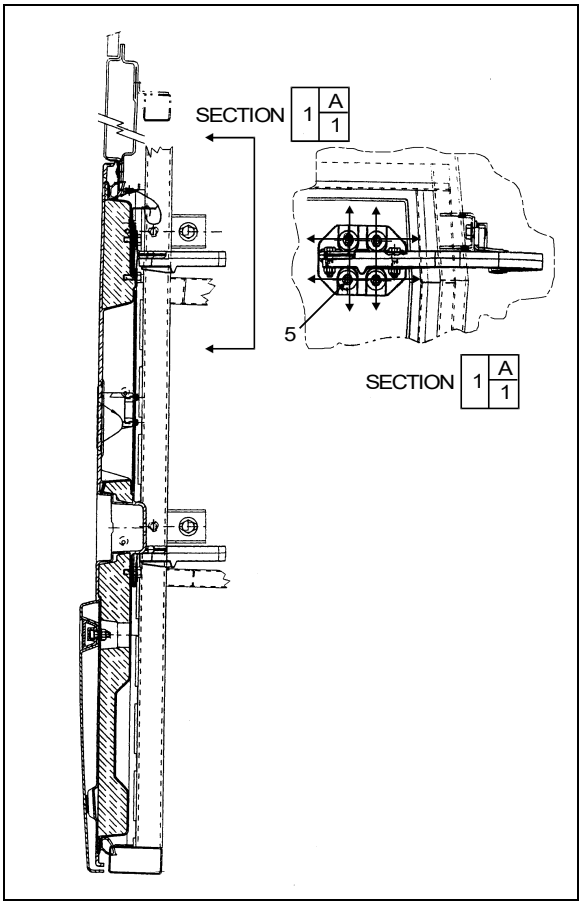

FIGURE 70: FRONT SERVICE DOOR 18195
7. Loosen screws (5, Figure 70) to allow the door to be shifted "UP or DOWN".